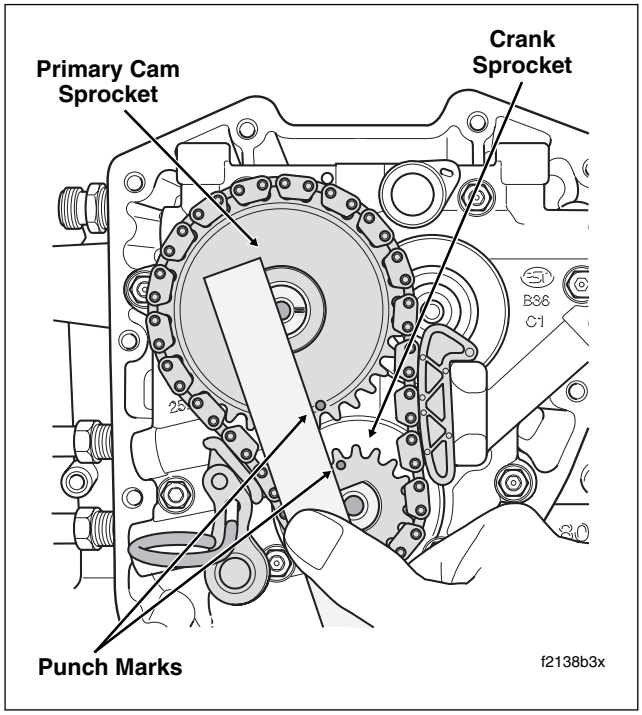

Figure 3-54. Verify Alignment of Crank and Primary Cam Sprocket Punch Marks
24. Rotate the primary cam sprocket in a clockwise direction until the punch mark on the root is aligned with the punch mark on the crank sprocket tooth. Lay a straightedge across the centerline of the crank and primary cam sprocket flange bolt holes to verify that the punch marks are in alignment. See Figure 3-54.